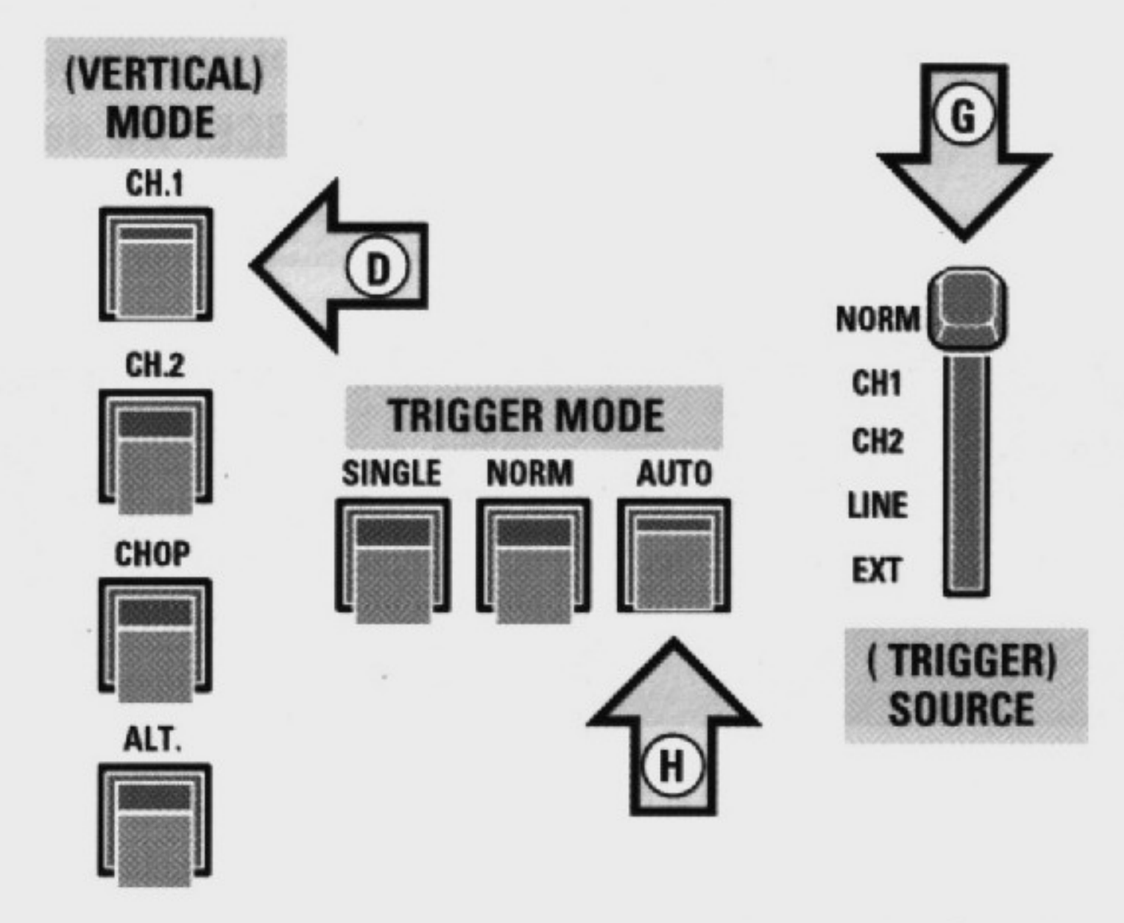

Fig.3 Hay que seleccionar CH1 en VERTICAL MODE (flecha D), AUTO en el selector TRIGGER MODE (flecha H) y NORMAL en el selector TRIGGER SOURCE (flecha G).
LX.1612: Precio de todos los componentes necesarios para la realización del kit (ver Fig.3), incluyendo circuito impreso, transformador, mueble de plástico **MO.1612** con el panel frontal y el panel posterior perforados y serigrafiados .....46,65 €
- Puesto que para esta medida normalmente se utiliza **CH1** hay que presionar el pulsador **CH1** de **Vertical Mode** (ver flecha **D** en la Fig.3).
- Poner el selector **Trigger Source** en la posición **Normal** (ver flecha **G** en la Fig.3).
- Presionar el pulsador **Auto** del selector **Trigger Mode** (ver flecha **H** en la Fig.3). En algunos osciloscopios se utiliza un **conmutador rotativo** o de **palanca**.
D: Pulsadores VERTICAL MODE (ver Fig.3).
G: Selector TRIGGER SOURCE. Ha de seleccionarse la posición Normal (ver Fig.3).
H: Selector TRIGGER MODE. Ha de seleccionarse la posición Auto (ver Fig.3).